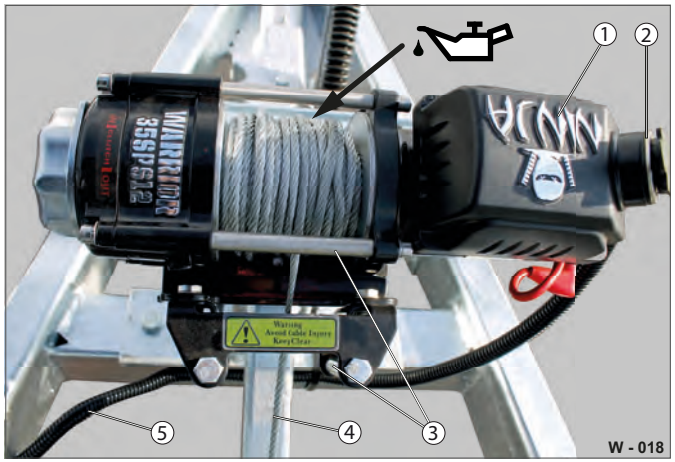

Fig. 18 Kontrol/oliesmøring af det elektriske spil
- ▶ Rengør styrerullerne (Fig. 18 /3).
- ▶ Kontrollér den udrullede wire (Fig. 18 /4) visuelt for eventuelle skader.
- ▶ Oliesmør wiren (Fig. 18 /4) med maskinolie.
- ▶ Kontrollér elkablet (Fig. 18 /5) og stikdåsen (Fig. 18 /2) for beskadigelser.